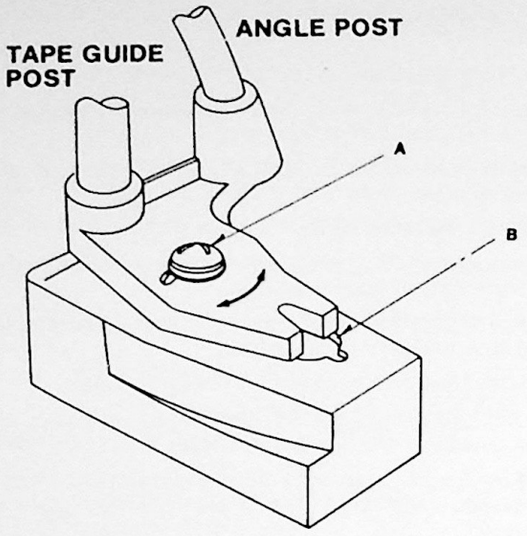

Figure 34. Angle Posts
1. Set angle posts at their mechanical center positions (Figure 34).
Load instrument with blank tape and place in "Play" mode. With the tape running, inspect the tape path for unequal top-to-bottom tape tension and/or creasing or frilling along top or bottom edges of tape. If the tape is creasing or frilling, check the tape as it goes "on" and comes "off" the D-D Cylinder. The tape should follow the lower-edge guide surface on the cylinder. If the tape is high on the guide surface, rough adjust P2 and P3 tape guides to correct this condition. If unequal top-to-bottom tape tension is observed, loosen screw "A" on appropriate tape-guide base (Figure 34). Then use tape transport screwdriver (Stock No. 144387) to move the tape-guide base in either direction to correct unequal tape tension condition. It will now be necessary to perform P2 and P3 Tape Guide Adjustments and confirm interchangeability — see Pages 3-9 and 3-10.